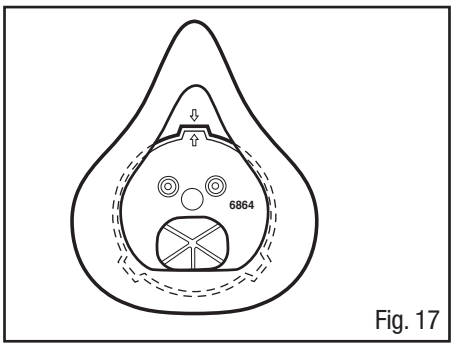

Fig. 17
2. Para recolocar, posicione o conjunto da copa nasal por sobre o adaptador central alinhando as setas (Fig. 17).
7. Recoloque o conjunto da copa nasal (Fig. 17).